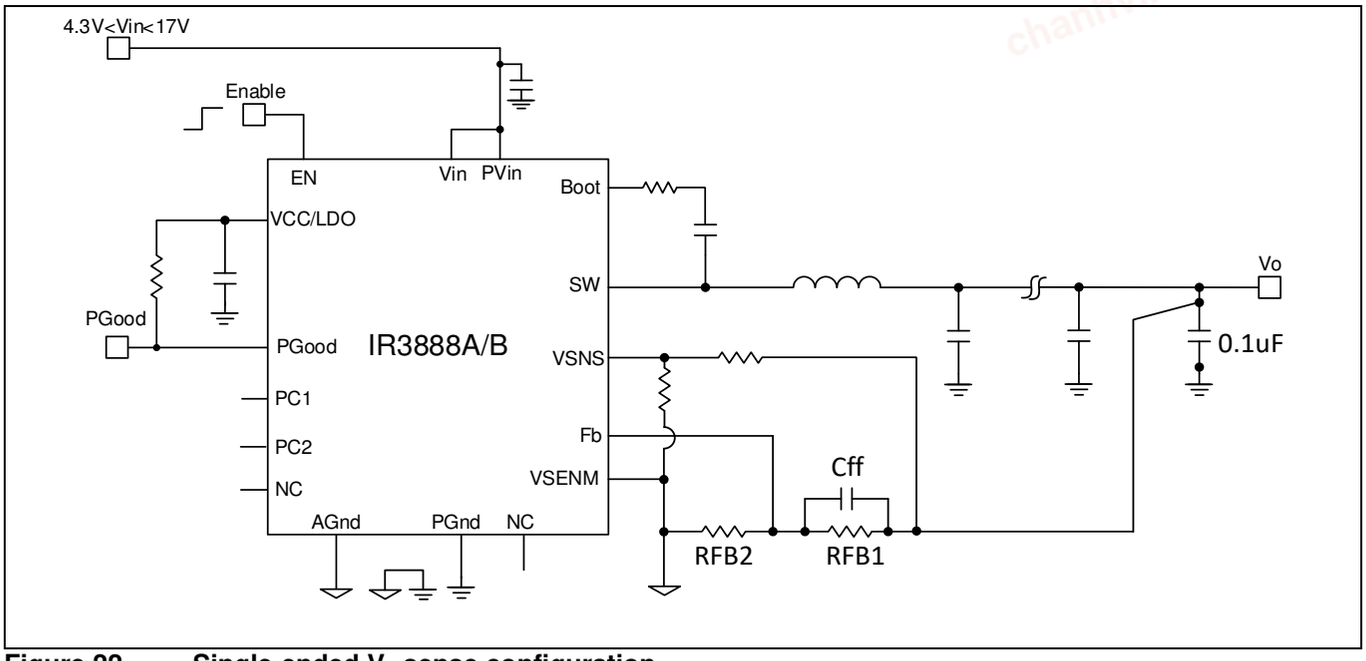

Figure 22 Single-ended V_o sense configuration
- Single-ended V_o sensing is often used for local sensing. To implement this configuration, following design guidelines should be followed, as illustrated in **Figure 22**.